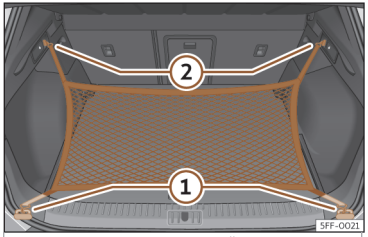

Abb. 119 Im Gepäckraum: Ösen ① und Haken ② zum Einhängen des Gepäckraumnetzes.
- Hängen Sie die kurzen Haken des Netzes in die Verzurrösen››› **Abb. 119** ① ››› ⚠ ein. Der Reißverschluss des Gepäckraumnetzes muss dabei nach oben zeigen.
- Befestigen Sie die Spanngurte in den Taschenhaken ②.